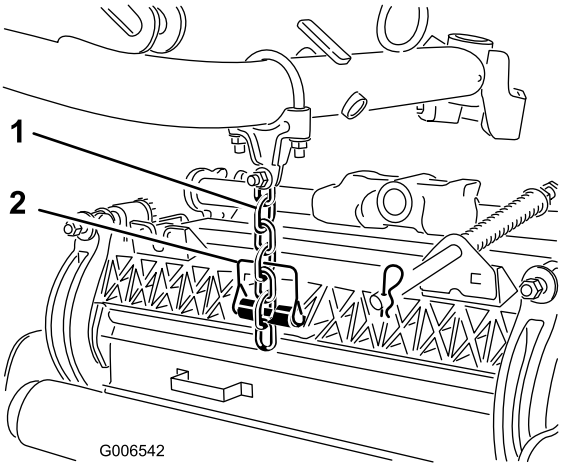

Figura 18
7. Prenda a corrente do braço de elevação ao suporte da corrente da unidade de corte (Figura 18) com o pino de encaixe da seguinte forma: